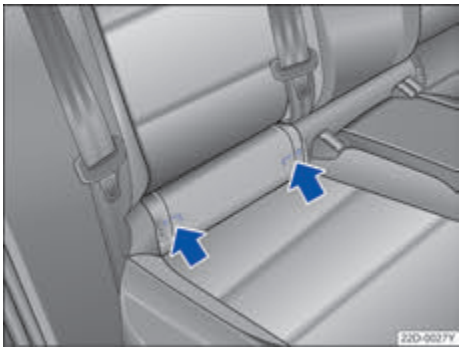

图 38 汽车座椅上的儿童座椅下部固定点标记。
ISOFIX 固定点的安装位置用符号做了标记→ 图 38。 ▶
– 沿箭头方向将儿童座椅的固定臂推到 ISOFIX 固定点上→图 38。必须能听到儿童座椅牢固卡止的声音。
后排外侧座椅配有两个 ISOFIX 固定环，与车身相连→图 38。